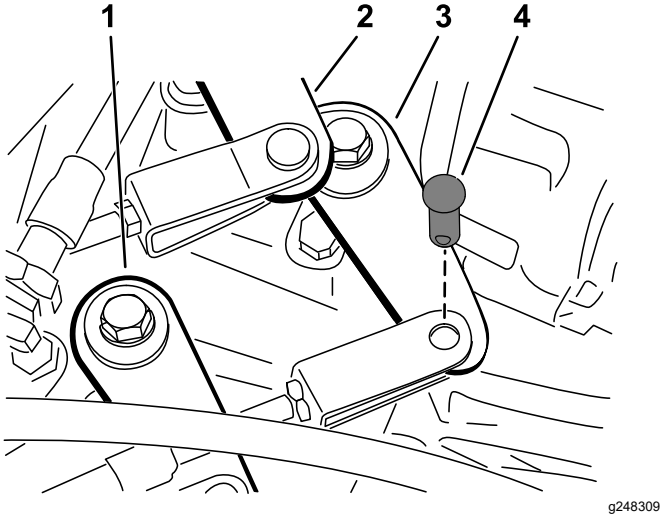

Figur 45
2. Fjern gaffelboltene, der fastgør gearkablerne til gearkassens gararme (Figur 45).
1. Fjern gaffelboltene, der fastgør kablet til højt/lavt hastighedsområde til gearkassen (Figur 45).